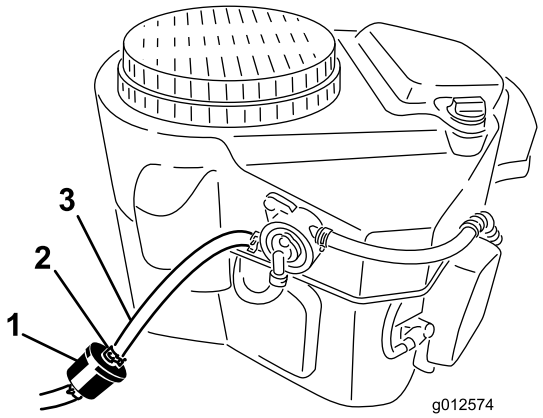

**Figur 52**
2. Rengør området omkring tankdækslet for at forhindre, at der kommer snavs i brændstoftanken (Figur 52).
4. Klem slangeklemmernes ender sammen, og skub dem væk fra filteret (Figur 52).